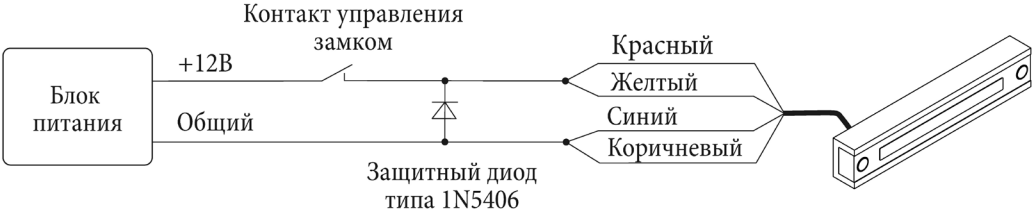
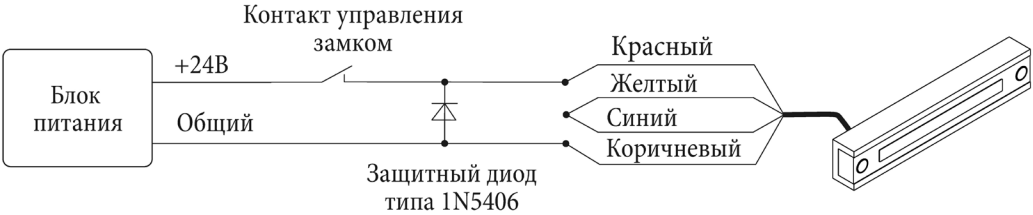

Рисунок 3 – Схема подключения замка ALM-350FTK к 12-ти вольтовому источнику питания
Рисунок 4 – Схема подключения замка ALM-350FTK к 24-х вольтовому источнику питания
5.7 Проверить работоспособность замка, подключив его согласно схеме (рисунок 3 или рисунок 4).